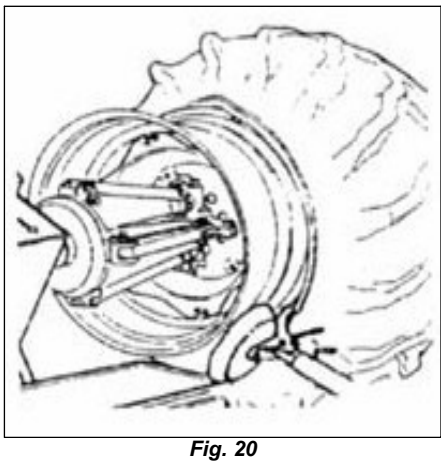

Fig. 20
10) Retirar o alicate (ver ***Fig. 20***) e retirar a ferramenta do pneu.